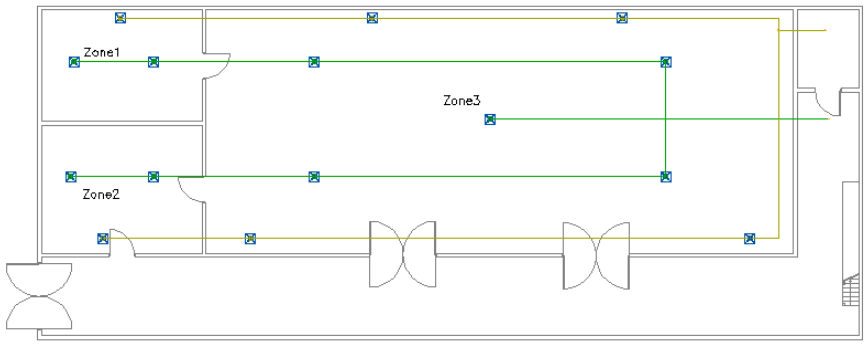

Figure 4-26 *The drawing after creating the return duct line*
3. Again, choose the **1-Line** tool and select the **Return (RA)** option from the **System** drop-down list in the **General** rollout of the **BASIC** rollout of the **Design** tab in the **Properties** palette.
4. Create the return duct line, as shown in Figure 4-26.